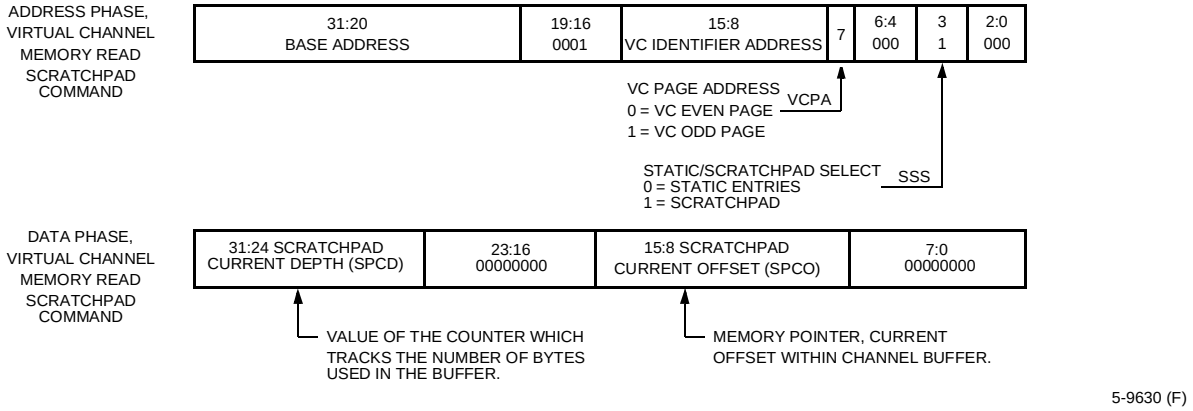

Figure 41. PCI Programming—Read Virtual Channel Scratchpad Command
- A READ SCRATCHPAD is presented as a PCI memory read command (see Figure 41 on page 139).